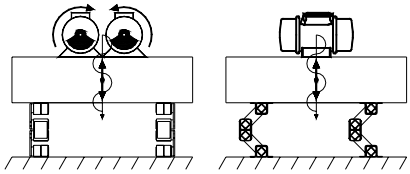

Fig.2
- dal movimento lineare alternato di una massa (VIBRAZIONE UNIDIREZIONALE). La combinazione di 2 vibrazioni rotazionali identiche ed in senso opposto genera una vibrazione unidirezionale (Fig.2).
- *the reciprocating linear movement of a mass (UNIDIRECTIONAL VIBRATION). The combination of two identical rotational vibrations and of opposite direction generates an unidirectional vibration. (Fig. 2)*